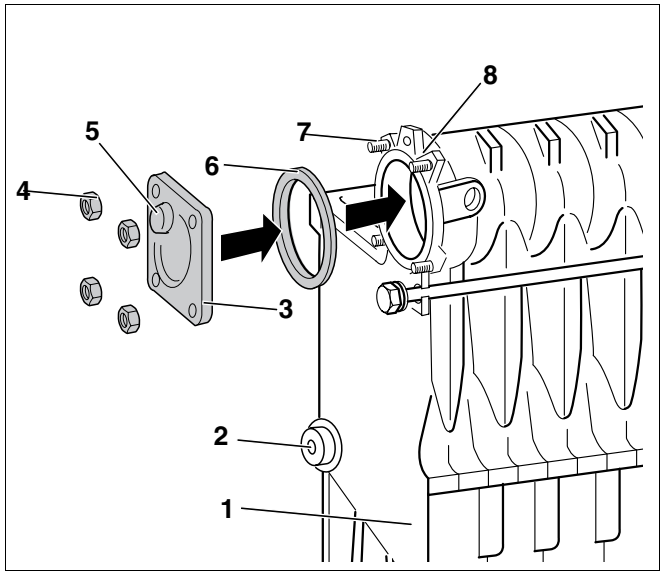
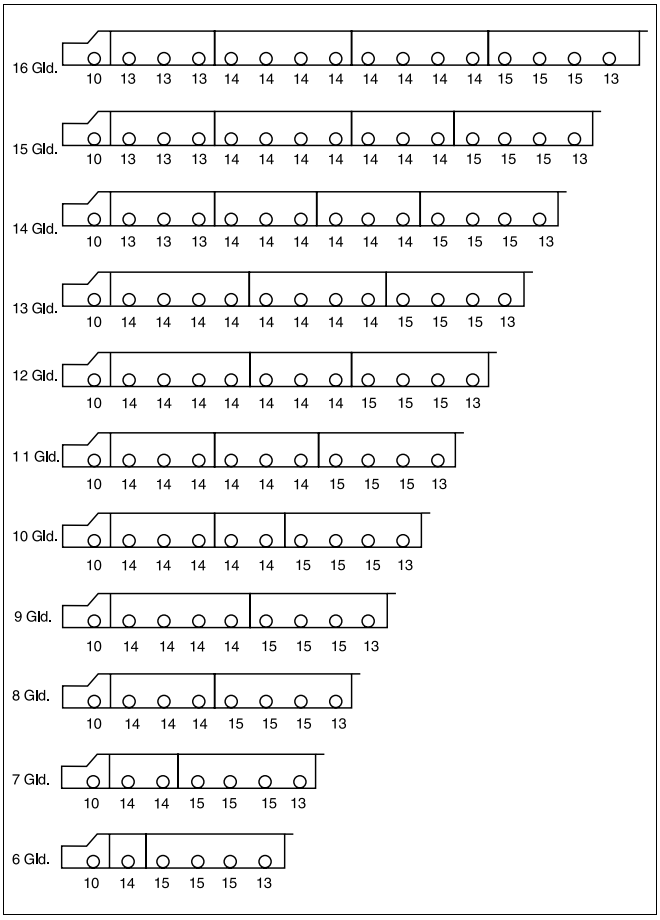
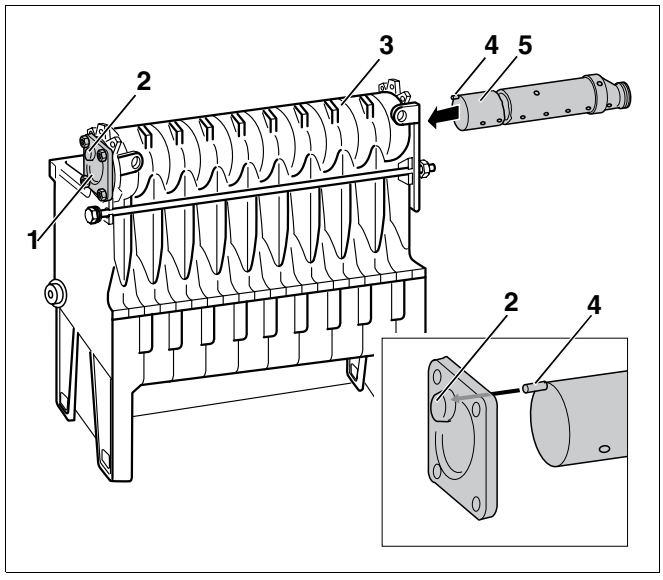

Afb. 22 Blindflens monteren
Afb. 23 Inschuifplan van de injectiebuis voor alle ketelgroottes (boringen Ø in mm)
Afb. 25 Injectiebuis compleet inschuiven
De achterste bovenste ketelnaaf (afb. 22, **pos. 8**) aan het eindelement (afb. 22, **pos. 1**) van het ketelblok moet met een blindflens (afb. 22, **pos. 3**) afgesloten worden.
- Plaats de vlakke dichting (afb. 22, **pos. 6**) op het afdichtingvlak van de achterste bovenste ketelnaaf (afb. 22, **pos. 8**).
Let erop, dat in gemonteerde toestand de ronding van de blindflens, zoals aangegeven in afb. 22, **pos. 5**, naar het midden van het ketelblok wijst en zich bovenaan bevindt.
- Schuif de blindflens (afb. 22, **pos. 3**) op de stiftbouten (afb. 22, **pos. 7**) van de achterste bovenste ketelnaaf (afb. 22, **pos. 8**) en bevestig ze met moeren (afb. 22, **pos. 4**).
De injectiebuis bestaat uit een begindeel en -in functie van de grootte van de ketel- één tot drie verlengstukken en een eindstuk met een nok (afb. 23). De nok dient voor het bijstellen van de injectiebuis en moet daarom in de ronding van de blindflens (afb. 22, **pos. 5**, pagina 24) ingevoerd worden. De injectiebuis wordt langs de voorkant in de bovenste ketelnaaf geschoven (afb. 25, pagina 26).
- Schuif het eindstuk van de injectiebuis (afb. 25, **pos. 5**, achteraan met de nok (afb. 25, **pos. 4**)) in de open, bovenste naaf, tot ¾ van de lengte.
- Schuif de gemonteerde injectiebuis (afb. 25, **pos. 5**) compleet in de bovenste ketelnaaf (afb. 25, **pos. 3**).
- Voer de nok aan het eindstuk van de injectiebuis (afb. 25, **pos. 4**) in de rondingen aan de blindflens (afb. 25, **pos. 2**) in.